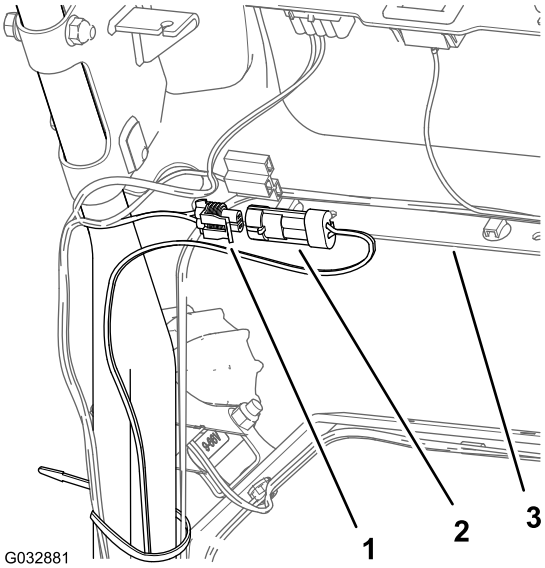

Figur 14
4. På baksidan av konsolen ska du ansluta kontakten med två stift i kablaget för lysdiodsatsen till kontakten med två uttag i kablaget för lysdioden och den trådlösa timmätaren (Figur 14).